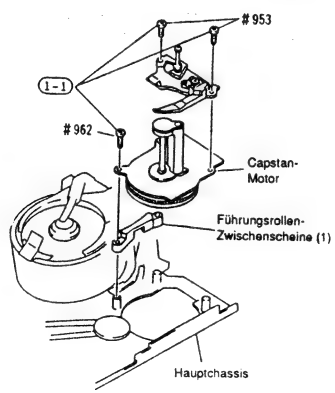

Abb. 2-64
1) Drei (3) Befestigungsschrauben des Capstan-Motors entfernen (siehe Abb. 2-64).
(2) Führungsrolen-Zwischenschiene (1)
3) Die Führungsrollen-Zwischenschiene (1) aus dem Hauptchassis herausziehen (siehe Abb. 2-64).